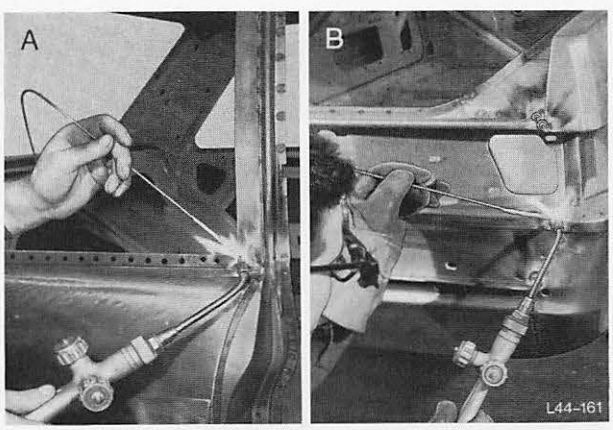

Abb. 173 A = Ecke – B-Säule löten
30. Ecken – B-Säule, Kofferraumbrücke und Rückwandblech hartlöten, Abb. 173.